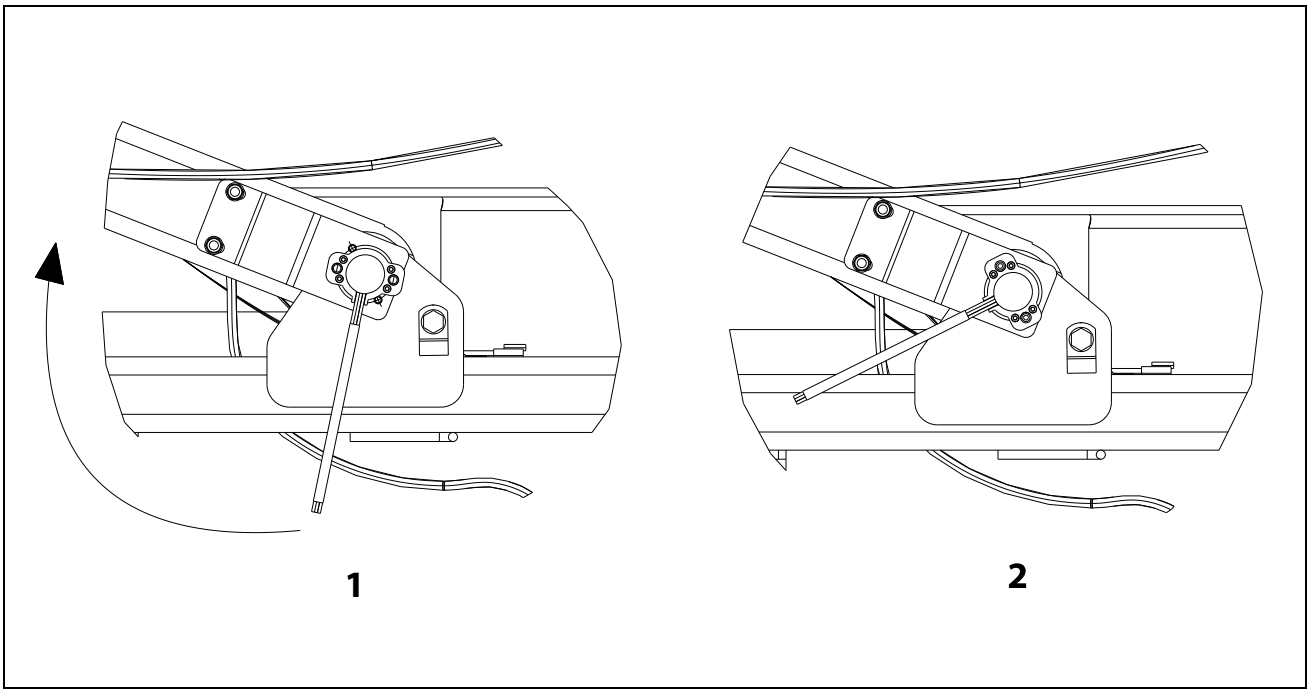

Figure 3-22. Elevation Sensor Installation
See Figure 3-22.
4. With the Angle sensor and bracket oriented as shown (1) in (Figure 3-22.), gently slide keeper pin into sensor pin from other end. Secure keeper pin with mounting hardware.
5. Gently rotate sensor and bracket to load sensor spring until holes in the bracket line up with slots on frame mounting plate (2) (Figure 3-22.). Rotation is approximately 120°, or 1/3 of a turn.